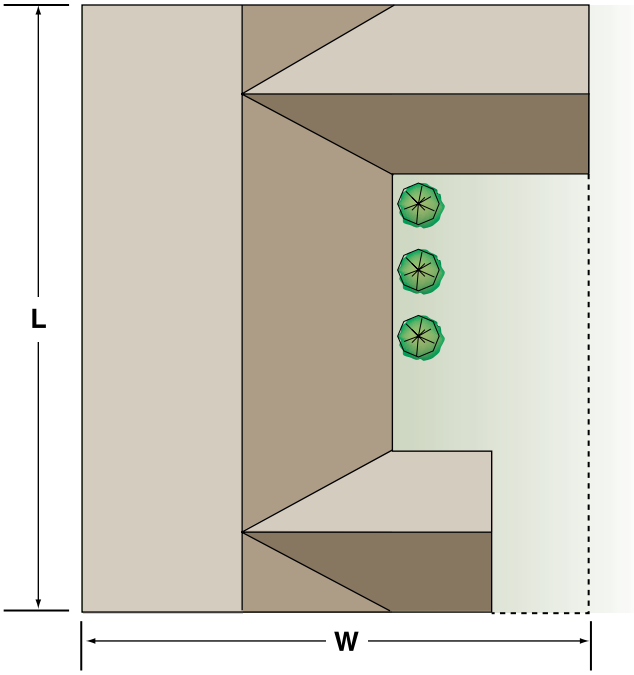

Figure 3. Inscribed Building Dimensions
- **Non-rectangular Buildings.** In this Guide, non-rectangular buildings are designed as a rectangular building with dimensions that inscribe the non-rectangular building for purposes of determining lateral resistance requirements (See Figure 3).